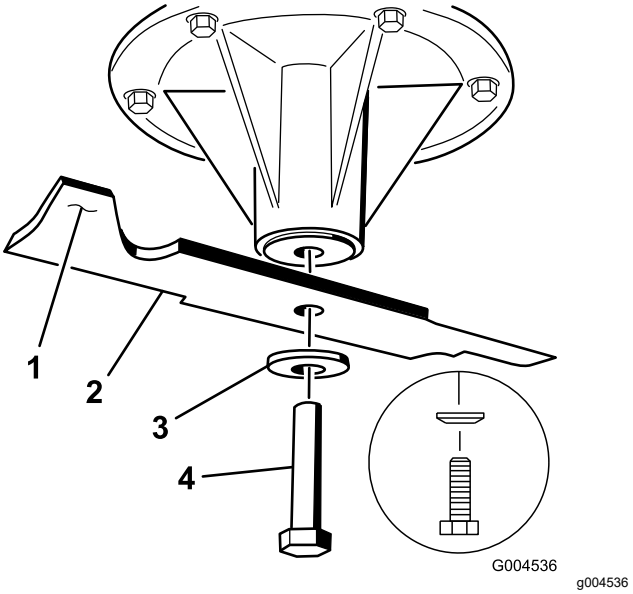

Figur 112
1. Montera kniven på spindelaxeln (Figur 112).
2. Montera fjäderbrickan och knivbulten (Figur 112).
Obs: Fjäderskivans kon måste monteras mot skruvens huvud (Figur 112).